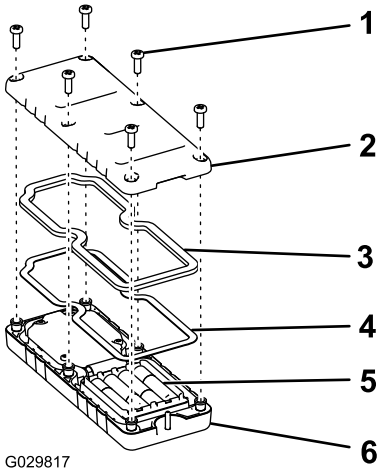

Figur 16
2. Koble hvert batteri til korrekte poler (Figur 16).
3. Kontroller at stålpakningen og gummitetningen er plassert i kanalen på fjernkontrollen og sett på bakdekslet igjen (Figur 16).
4. Fest dekselet med seks skruer (Figur 16) og stram til med et moment på 1,5 til 1,7 Nm.